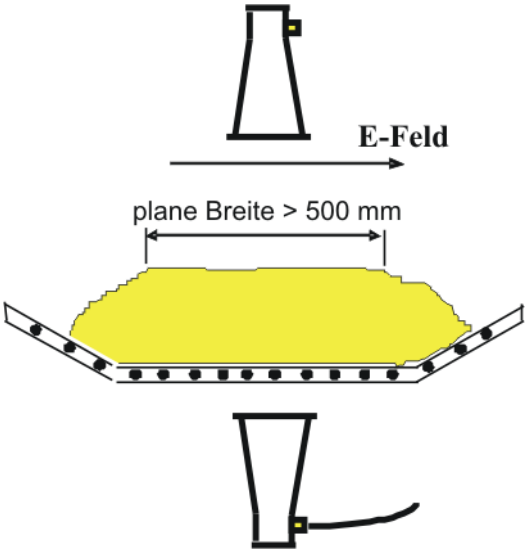

Abb. 4-13: Anordnung der Hornantennen bei Stahldrahtarmiertes Förderband
Falls das Förderband mit Metallseilen in Förderrichtung armiert ist, müssen die Antennen so angebracht sein, dass das elektrische Feld (E) senkrecht zu den Seilen verläuft. Die Anschlussbuchse des Antennenkabels zeigt in dieselbe Richtung wie das elektrische Feld, siehe Abb. 4-13 und 4-14.